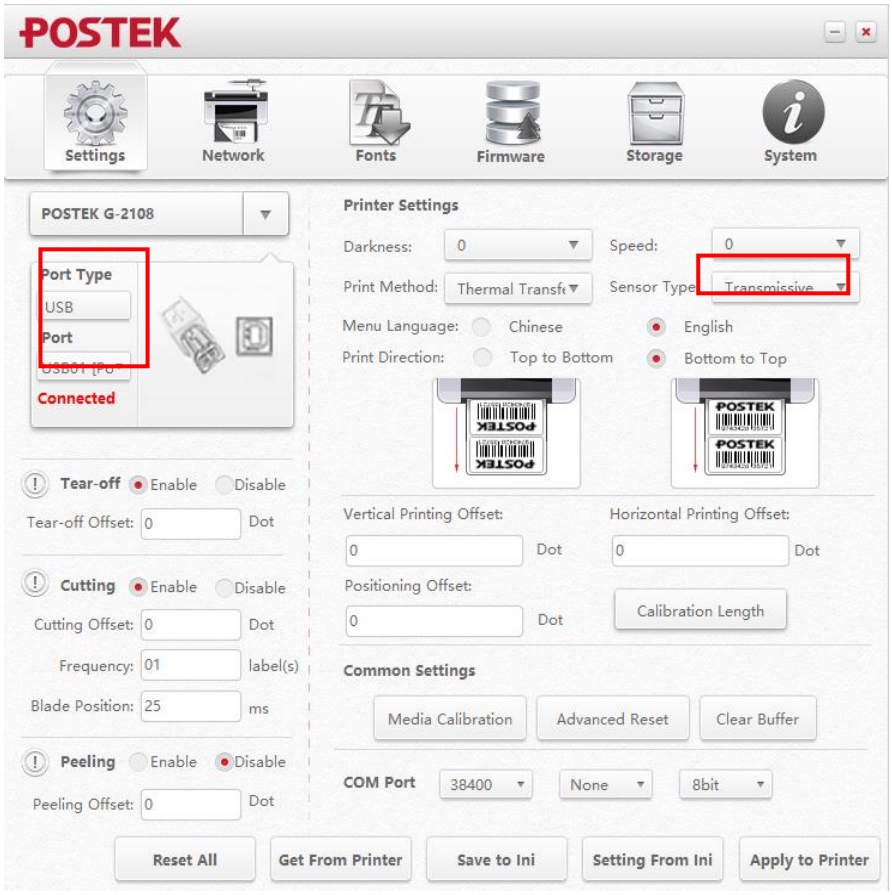

Figure 3-5 Utility Settings Interface
2. Click to open Utility 3.0, the interface of the tool will be shown in Figure 3-5; then check if the connection is correct.
3. If the connection is correct, please find the "Sensor Type" under the printer settings area, and then select "Reflective" from the drop-list, see Figure 3-5.